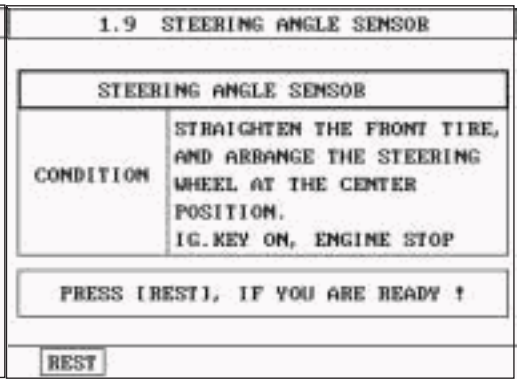

Fig3
4. Perform steering angle sensor calibration. (figure 3).